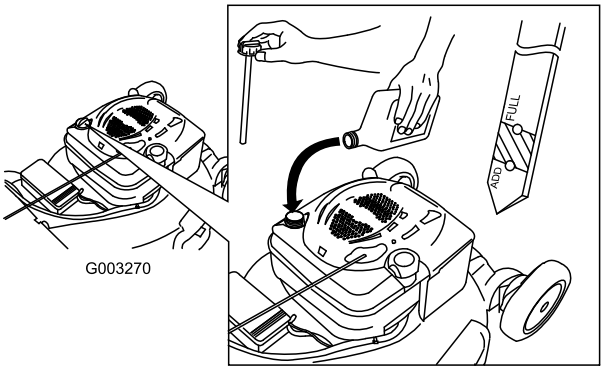

**Figuur 11**
1. Verwijder de peilstok uit de buis en veeg deze schoon. Schuif daarna de peilstok weer helemaal terug (Figuur 11).
2. Haal de peilstok eruit en controleer het oliepeil (Figuur 11). Als het peil onder de Bijvullen-markering op de peilstok staat, giet dan **langzaam** voldoende olie in de vulbuis totdat het peil de Vol-markering op de peilstok bereikt. **Niet te vol vullen.** (Maximale vulhoeveelheid: 0,59 l, type: SAE 30W reinigingsolie, met onderhoudsclassificatie SF, SG, SH, SJ, SL van het American Petroleum Institute (API) of hoger).